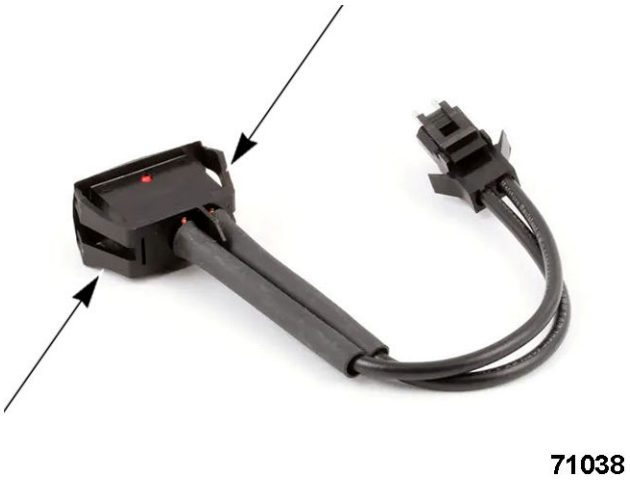

Fig. 64
5. Squeeze switch retainers on back of switch (Fig. 64) while prying out switch forward.